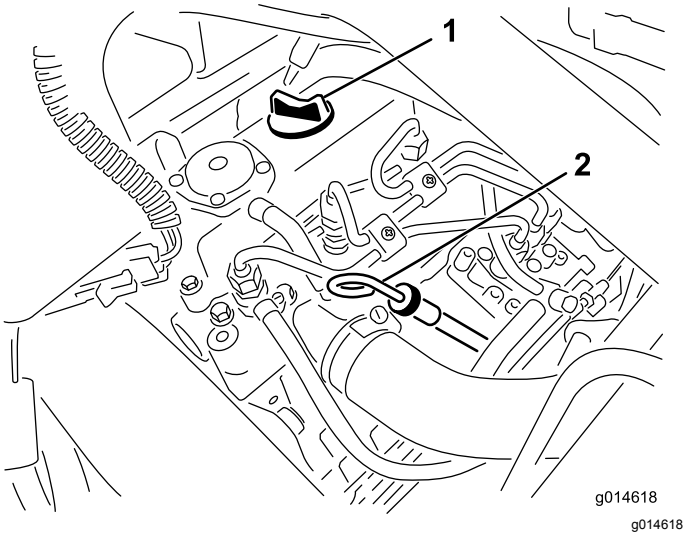

Figur 29
2. Ta ut peilestaven og tørk den med en ren fille (Figur 29).